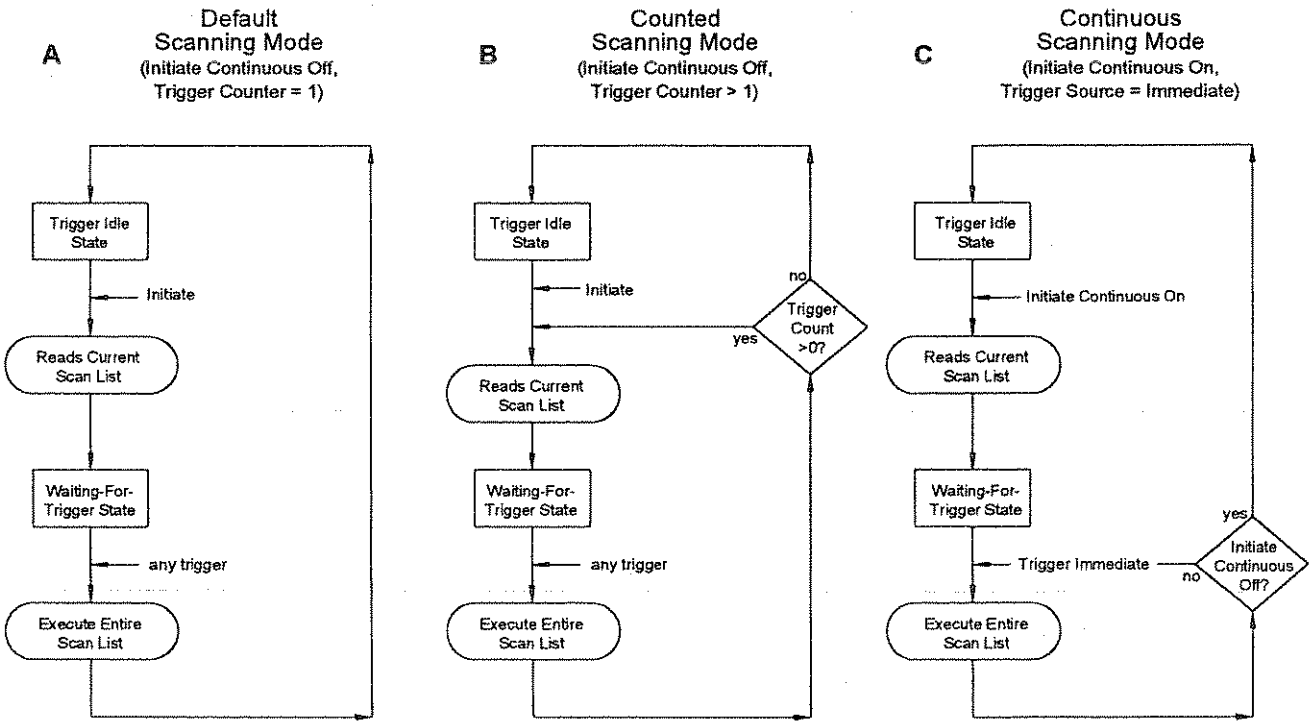

Figure 4-4 Scanning Modes
- The "Default Mode" is set when INITiate:CONTinuous is set to OFF, and the TRIGGER:COUNT is set to 1. Power-on and the *RST command also set this mode. The sequence of events for this mode is shown in Figure 4-4 A. Note that starting at the Trigger Idle State, you must execute an INITiate command to begin each scan. The sequence also shows that the Current Scan List (as set by ROUT:SCAN <*scan_list*>) becomes effective after the INIT command.
- The "Counted Mode" is set when INITiate:CONTinuous is set to OFF, and the TRIGger:COUNt is set greater than 1. In this mode a single INITiate command will allow as many scans as TRIG:COUNT specifies. Note that TRIG:COUNT can be from 2 to 32768 or INFinity. The sequence of events for this mode is shown in Figure 4-4 B. The sequence shows that the Current Scan List is set each time the module completes a scan. This allows the Current Scan List to be changed "on-the-fly" by executing the ROUTe:SCAN <*scan_list*> command while the module is scanning.
- The "Continuous Mode" is set when TRIGger:SOURce is set to IMMediate, and INITiate:CONTinuous is set to ON. Note that executing INIT:CONT ON not only sets the continuous mode but also initiates the module. To stop at the end of the current scan, you execute the INIT:CONT OFF command. The sequence of events for this mode is shown in Figure 4-4 C. The sequence shows that the Current Scan List is not read while the module is scanning. This means that the Current Scan List can not be changed "on-the-fly". However, by specifying LISTL as the Current Scan List before INIT:CONT ON, the sequence of scan lists specified in LISTL will be executed. This mode is the fastest since the module doesn't have to read the current scan list or check for the occurrence of a trigger event.